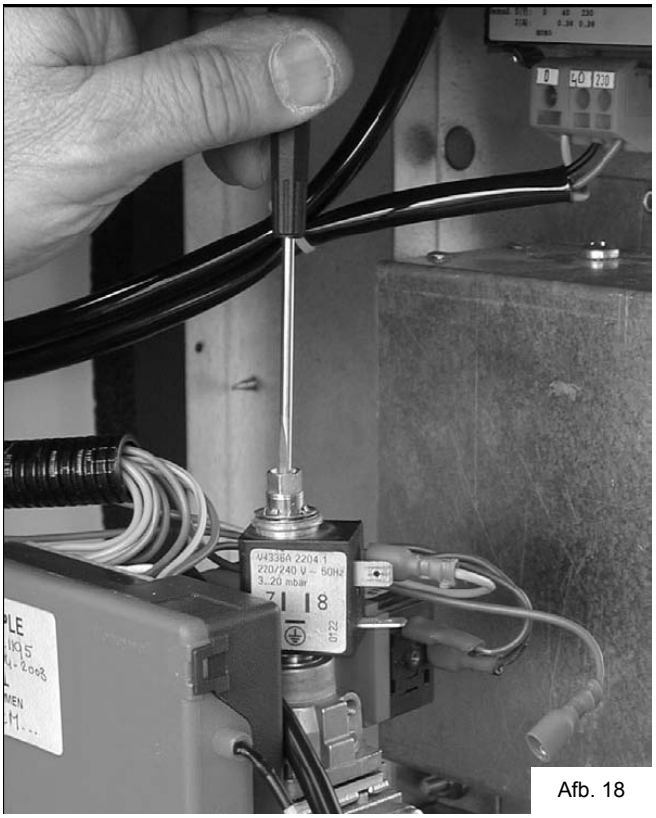

Afb. 18
- Controleer de uitlaatdruk en stel deze, indien nodig, bij tot 3,7 mbar (G20) en 5,1 mbar voor Groningen (G25), of **15,3 mbar** voor propaan (G31) (afbeelding 18).